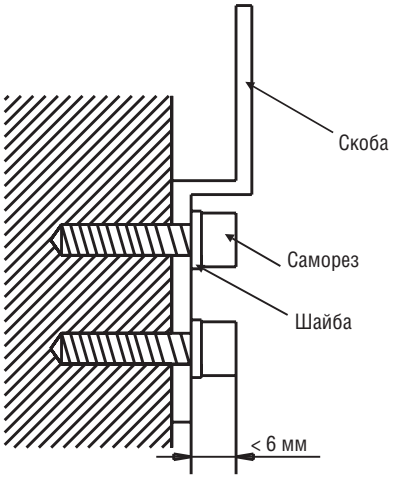

Рис. 4-8
1. Закрепите скобу на стене монтажными болтами (см. рис. 4-8).